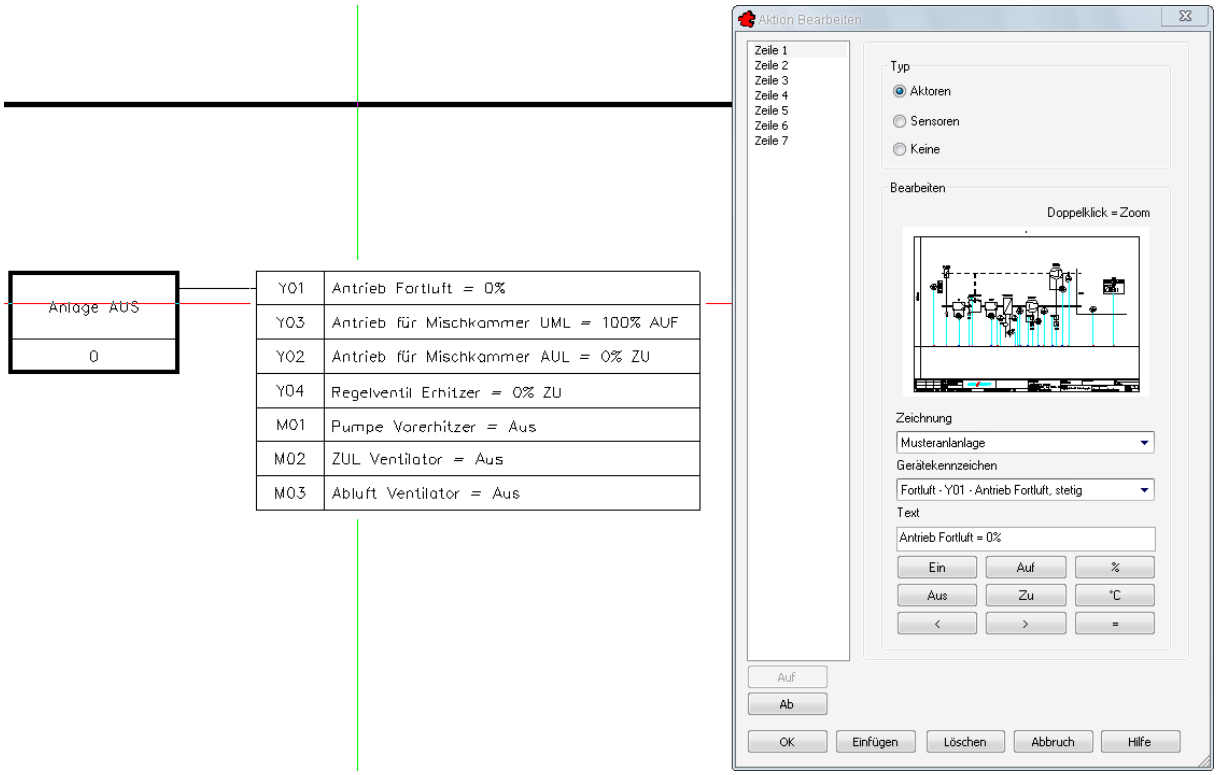

Bild 25.11 – Der Zustand *Anlage AUS* verfügt über insgesamt sieben Aktionen
- Tragen Sie nun die restlichen sechs Zeilen analog der Abbildung 25.11 ein.